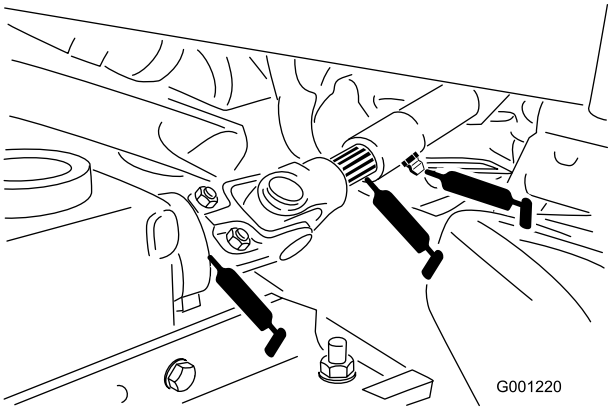

Figur 36
- Kraftudtagets kardanaksel (Figur 36)